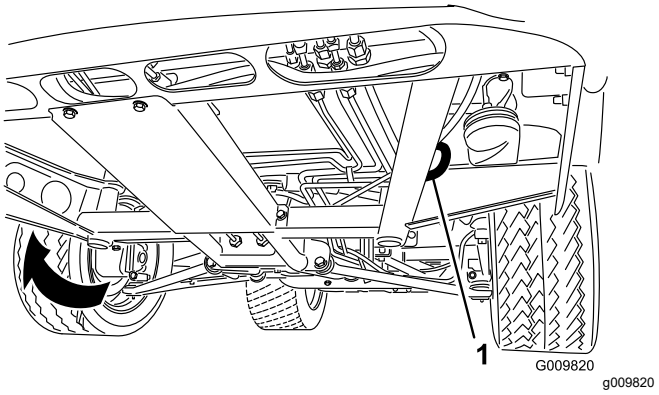
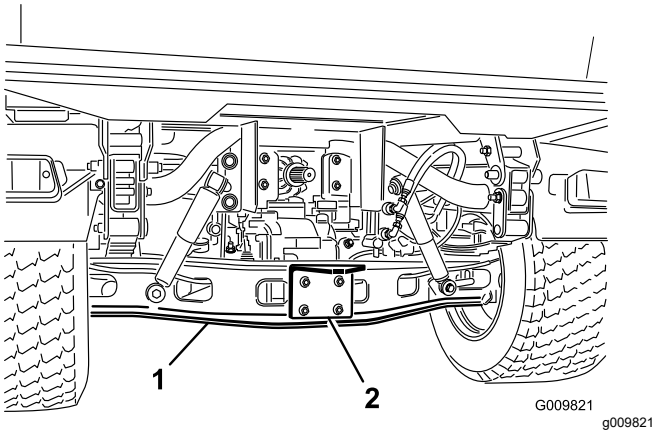

Figura 19
Figura 20
Consulte Figura 19 e Figura 20 para localizar os pontos de fixação da máquina.
1. Ate um cabo de reboque ao garfo, na parte dianteira do chassis da máquina (Figura 19).